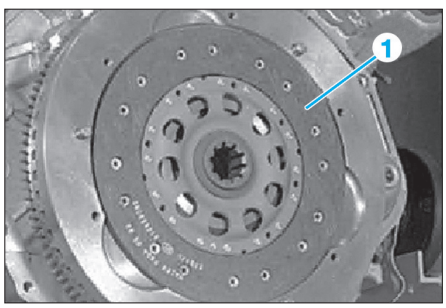

Fig. 3
- le disque d'embrayage (1) **(Fig.3)**.